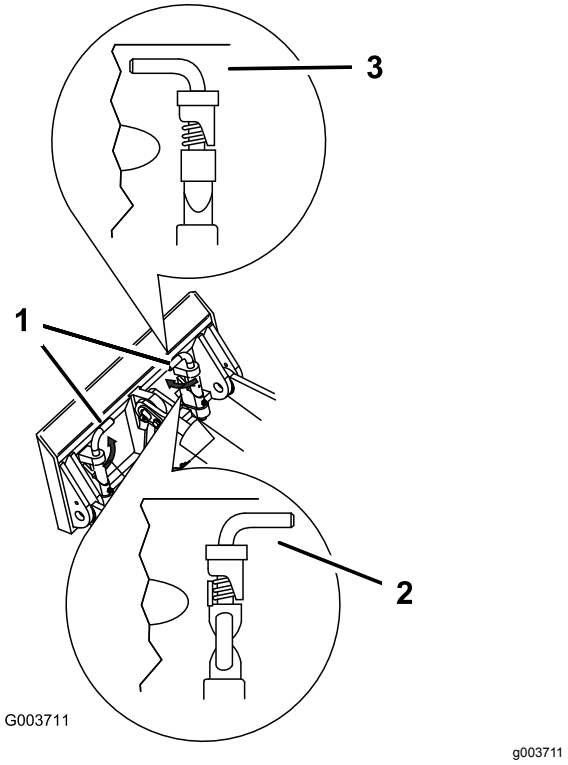

Figur 16
7. Koppla in snabbfästpinnarna och se till att de är ordentligt inskjutna i fästplåten (Figur 16).